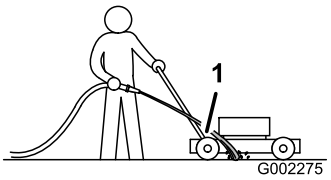

Figura 31
3. Tenete il flessibile da giardino all'altezza della stegola e indirizzate il getto verso terra davanti alla ruota posteriore **destra** (Figura 31).